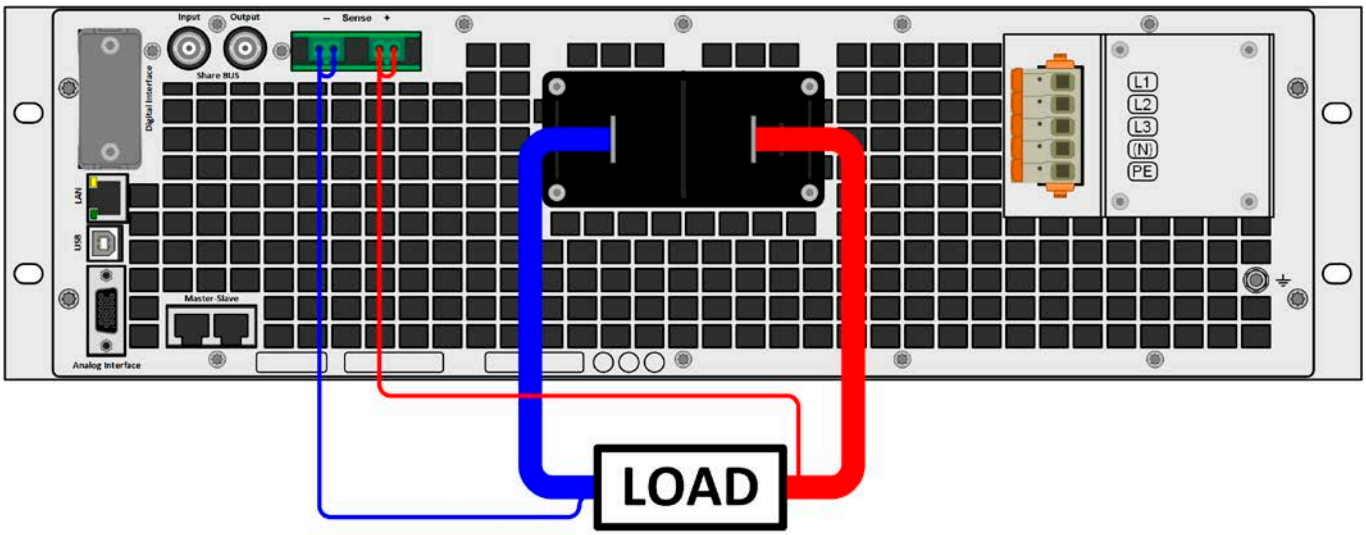

Bild 13 - Beispiel für eine Sense-Verdrahtung (DC- und Sense-Abdeckungen zu Zwecken der Veranschaulichung weggelassen)
- *Die Fernfühlung ist nur im Konstantspannungsbetrieb (CV) wirksam und der Fernfühlungsanschluß sollte möglichst nur solange angeschlossen bleiben wie CV benutzt wird, weil die Schwingneigung eines getakteten Systems durch Verbinden der Fernfühlung generell erhöht wird*
- *(+) Sense darf nur am (+) der Last und (–) Sense nur am (–) der Last angeschlossen werden. Ansonsten können beide Systeme beschädigt werden. Siehe Bild 13 unten.*